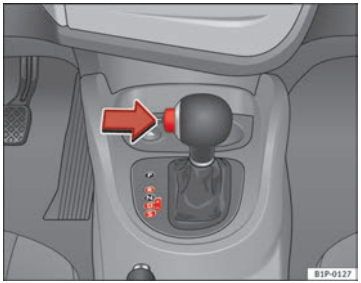

Fig. 126 Driving
– Press the button on the selector lever knob (on the left) ⇒ fig. 126.